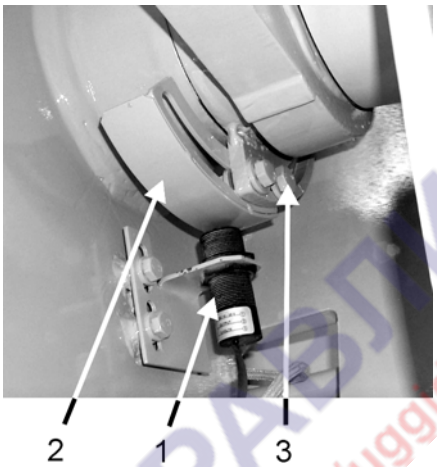
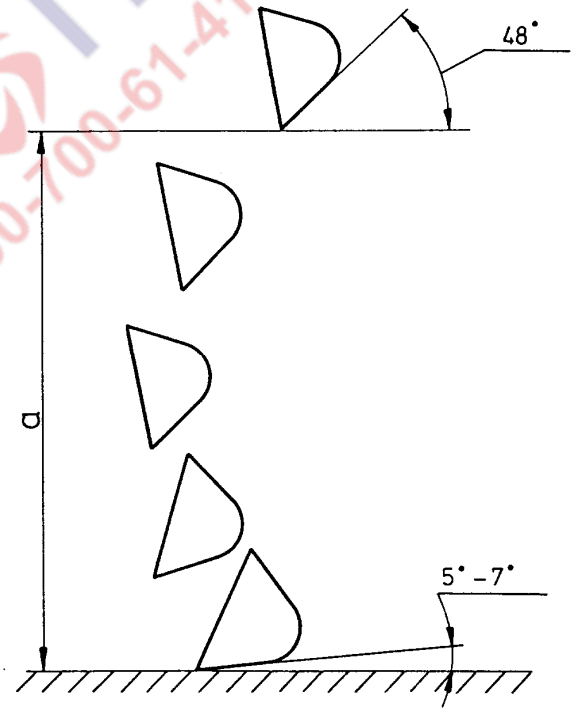

Рис. 4.23. Автоматический ограничитель высоты подъема стрелы
Рис. 4.27. Самопроизвольное выставление ковша для загрузки (забора материала)
4.16A.2. АВТОМАТИЧЕСКИЙ ОГРАНИЧИТЕЛЬ ВЫСОТЫ ПОДЪЕМА СТРЕЛЫ (РИС. 4.23)
При подъезде к насыпи для загрузки материала оператор обычно одновременно опускает стрелу, при этом ковш самопроизвольно устанавливается под углом 5-7 [^{0}] к горизонту (Рис. 4.27), но только в том случае, если стрела перед этим находилась в максимально верхнем положении, а ковш в положении полного открытия (разгрузки). Об этом следует помнить при проведении регулировки ограничителя высоты подъема стрелы (Рис. 4.19 или Рис. 4.23). Наполнение ковша материалом происходит при нажатии ковшом на уступ и состоит в умелом соединении движений подъема стрелы и поворота ковша